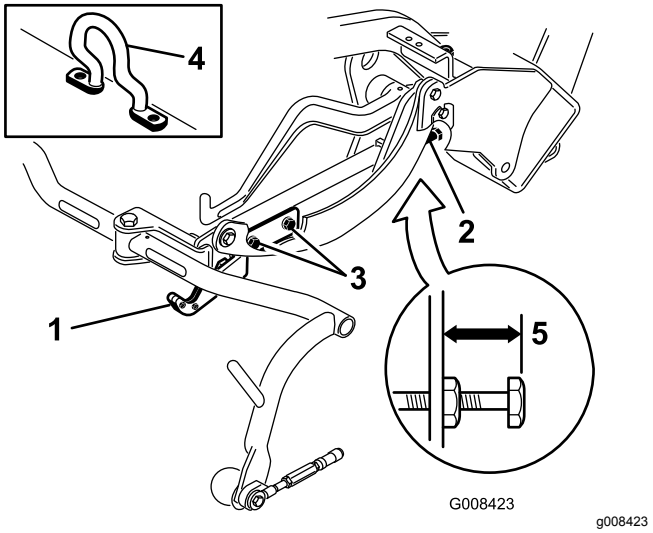
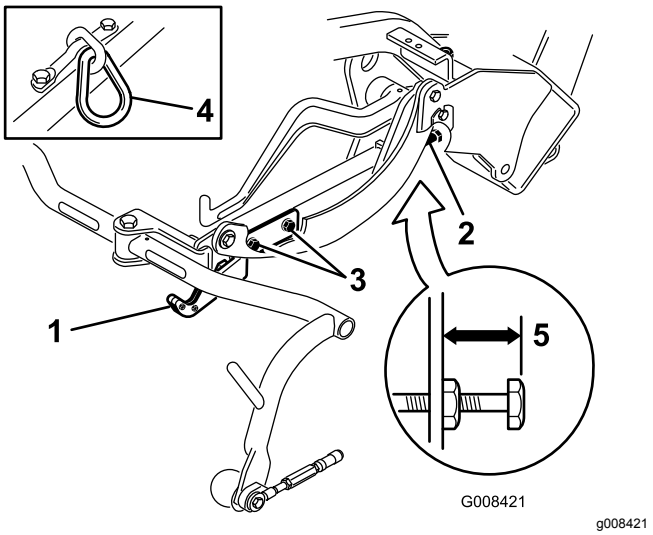
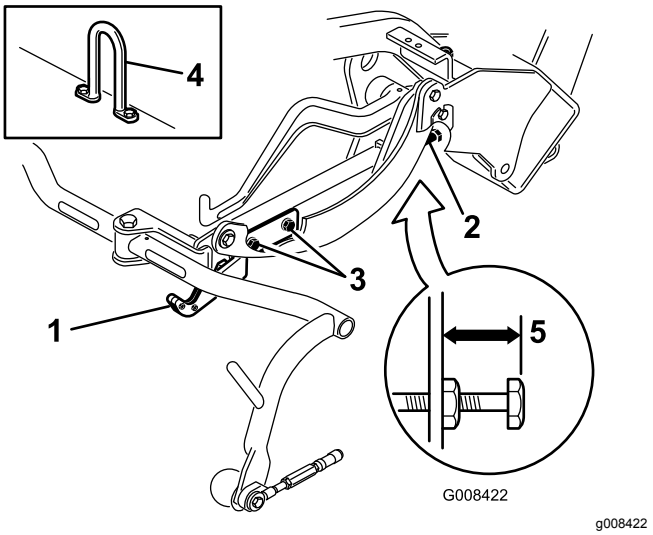

Figur 13
Figur 14
Figur 15
Kontrollera transporthöjden (Figur 14 och Figur 15) och justera den vid behov.
2. På klippenheter som är utrustade med böjd lyftkrok (Figur 13, infällning) ska du kontrollera att avståndet från ovansidan av bärramsjusteringsskruven till baksidan av bärramen är 25 mm. Gå vidare till steg 4 om avståndet inte är 25 mm.
3. På klippenheter som är utrustade med kedjelänk eller rak lyftkrok (Figur 14 och Figur 15, infällningar) ska du kontrollera att avståndet från ovansidan av bärramsjusteringsskruven till baksidan av bärramen är 22 mm. Gå vidare till steg 4 om avståndet inte är 22 mm. Gå vidare till nästa steg om klippenheten är utrustad med böjd lyftlänk (Figur 13).
4. Lossa på den främre transportplattans monteringsskruvar (Figur 14, Figur 15 och Figur 13).
7. Lossa på kontramuttern på bärramsjusterings-skruven om bärramarna inte befinner sig på samma höjd (Figur 13, Figur 14 och Figur 15). Rotera skruven utåt för att höja, och inåt för att sänka. Dra åt kontramuttern när du uppnått rätt höjd.